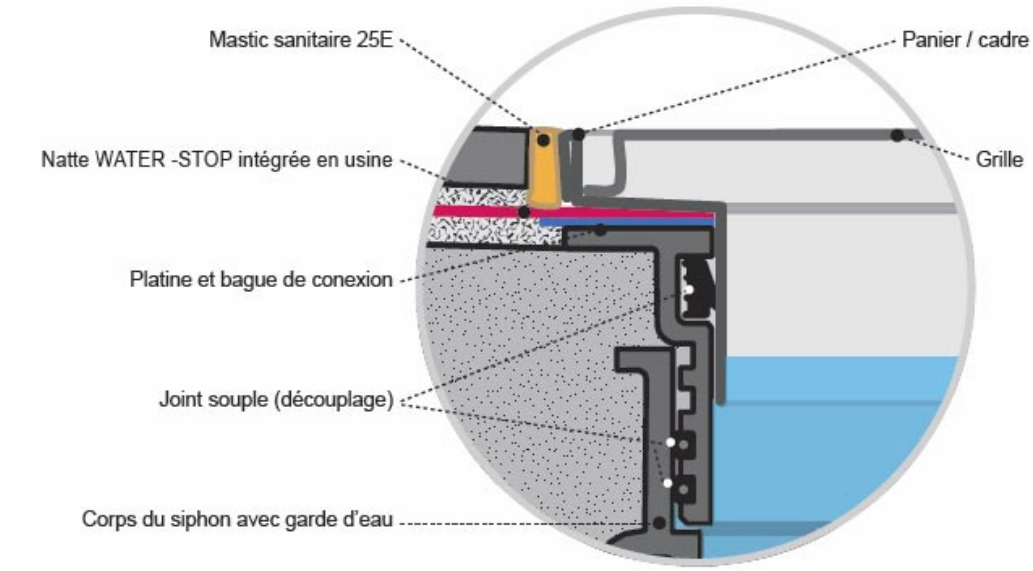

Figure 5 – Traitement d'un plancher avec le système EVOLUX
4.3331 Pose collée (figures 5 et 6)